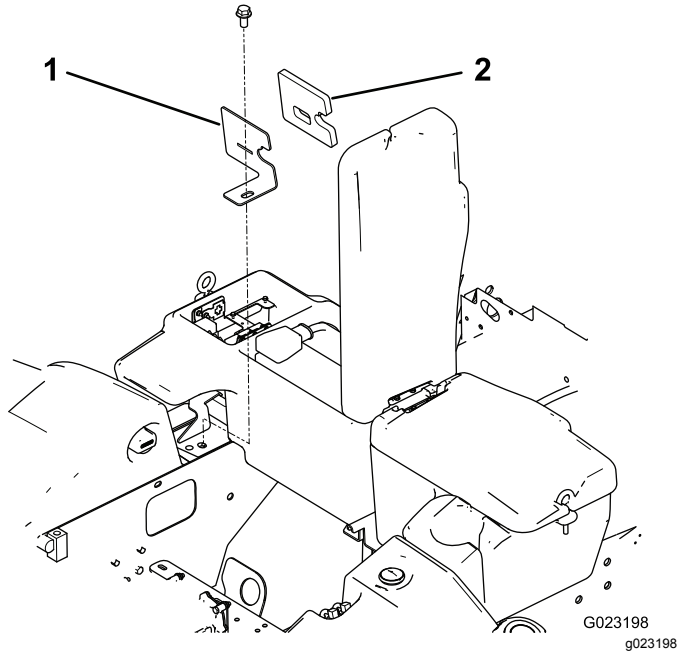

Figuur 23
1. Verwijder de flenskopschroef waarmee de klem van het compartiment en de afdichting bevestigd zijn aan de tractie-eenheid (Figuur 23).
6. Monteer de klem van het compartiment en de afdichting met de flenskopschroef op de tractie-eenheid (Figuur 23).